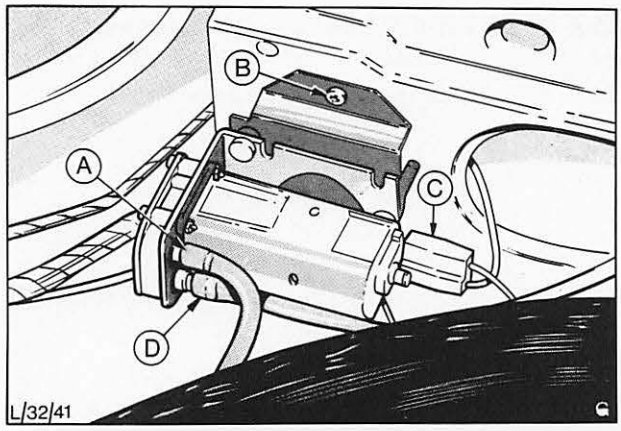

Abb. 52 A = Wasserschlauch an Scheibe
3. Schläuche von der Pumpe abziehen, Abb. 52.